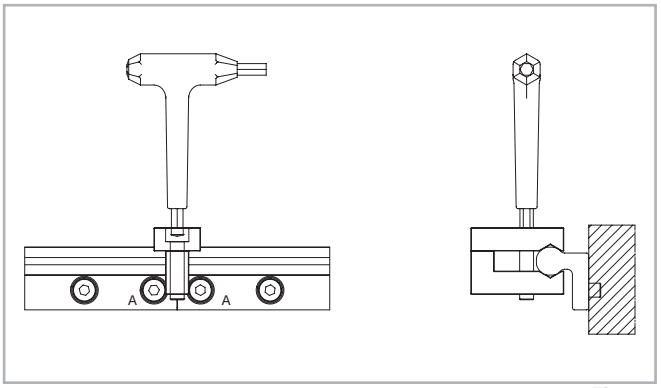

Fig. 28
(3) Place the alignment fixture on the rail joint and tighten both set screws uniformly, until the raceways are aligned (see fig. 28).
(4) After the previous step (3) it must be checked if both rail backs lie evenly on the mounting surface. If a gap has formed there, this must be shimmed.